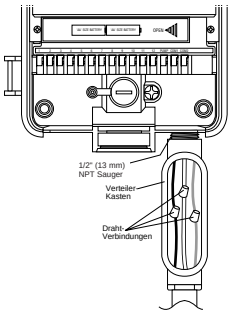

Abb. 24: Wechselstromverkabelung mit Abzweigkasten
- Schließen Sie die Stromquellenleitungen an den vom Controller ausgehenden Kabeln an. Achten Sie darauf, daß die Quellen-Erdung (oftmals ein grünes Kabel oder Blankkupferleiter) am grünen Kabel des Controllers angeschlossen wird. Das grüne Kabel MUSS angeschlossen werden! Schließen Sie die anderen Kabel auf entsprechende Weise an **[siehe Abb. 24]**.